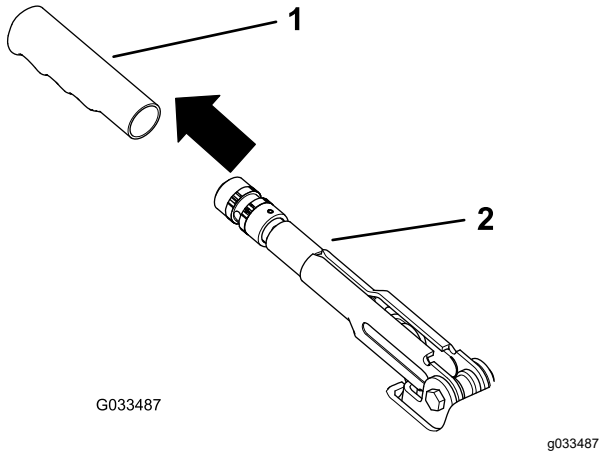

**図 59**
1. 駐車ブレーキレバーのゴム製グリップをはずす図 59。
5. 駐車ブレーキレバーにゴム製グリップを取り付ける図 59。